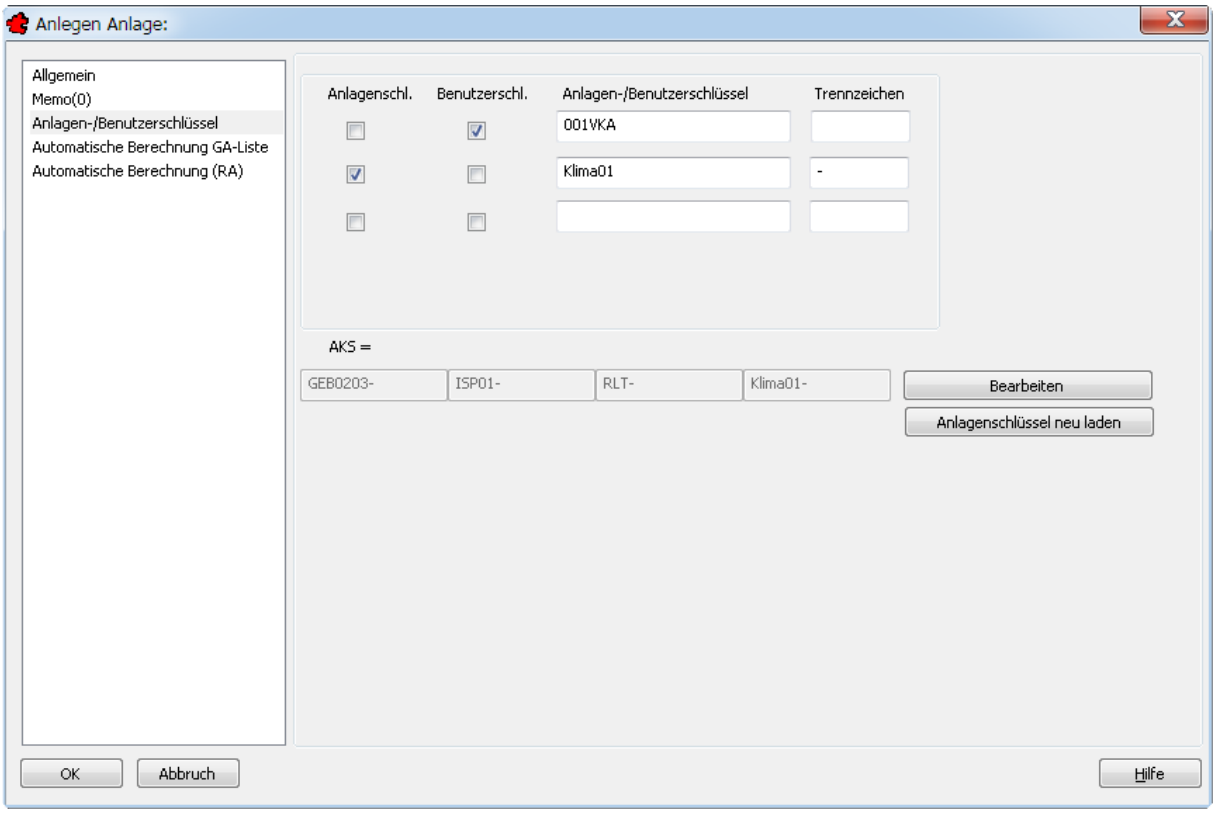

Bild 24.11 – Anlage: Zuordnung von Texten zu Anlagen- und Benutzerschlüsseln
- Als Benutzerschlüssel definieren Sie **001VKA** (Abb. 24.11).